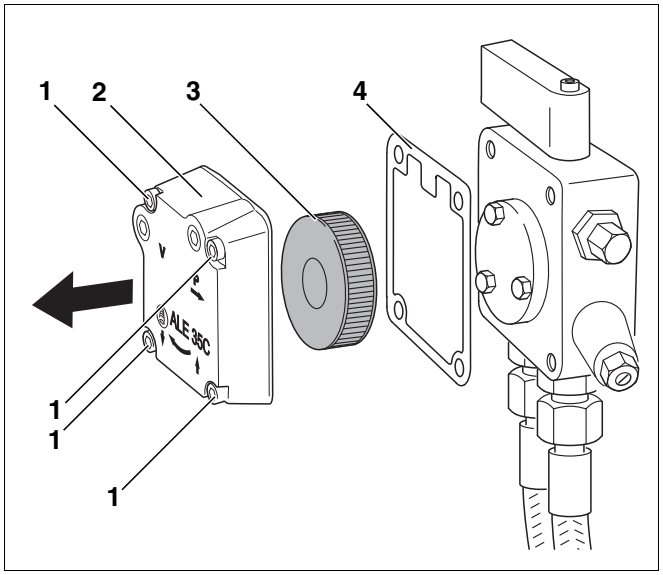

*Рис. 22 Проверка фильтра топливного насоса фирмы Suntec*
- Открутить четыре болта с внутренним шестигранником (Рис. 22, **поз. 1**).
- Снять крышку корпуса (Рис. 22, **поз. 2**).
- Вынуть топливный фильтр (Рис. 22, **поз. 3**).
- Проверить повреждение уплотнения (Рис. 22, **поз. 4** ), если нужно, заменить его.
- Очистить фильтр топливного насоса (Рис. 22, **поз. 3**) промывочным бензином, если требуется, заменить его, и вновь установить на прежнее место.